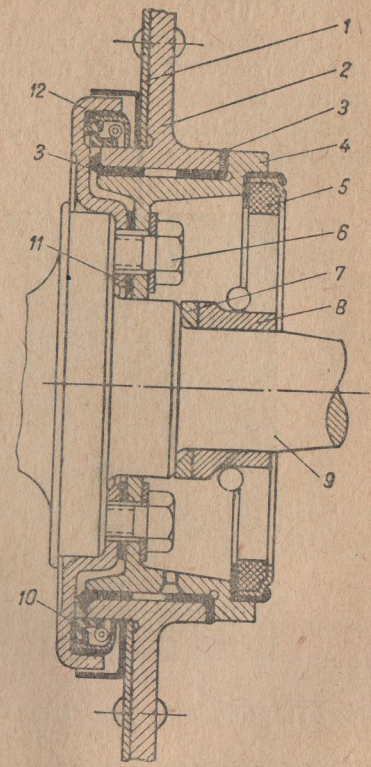

Рис. 117. Подшипник опорного щита переднего тормоза;
Щит (рис. 117) укреплен при помощи заклепок на фланце *2*, имеющем вид кольца. С обеих сторон в отверстие этого фланца запрессованы бронзовые втулки *3*.
2) отогнуть края стопорных пластин и отвернуть ключом четыре болта *6* (расположенные в углублении стакана *4*), крепящие стакан и крышку подшипника к фланцу цапфы кривошипа (см. рис. 117);